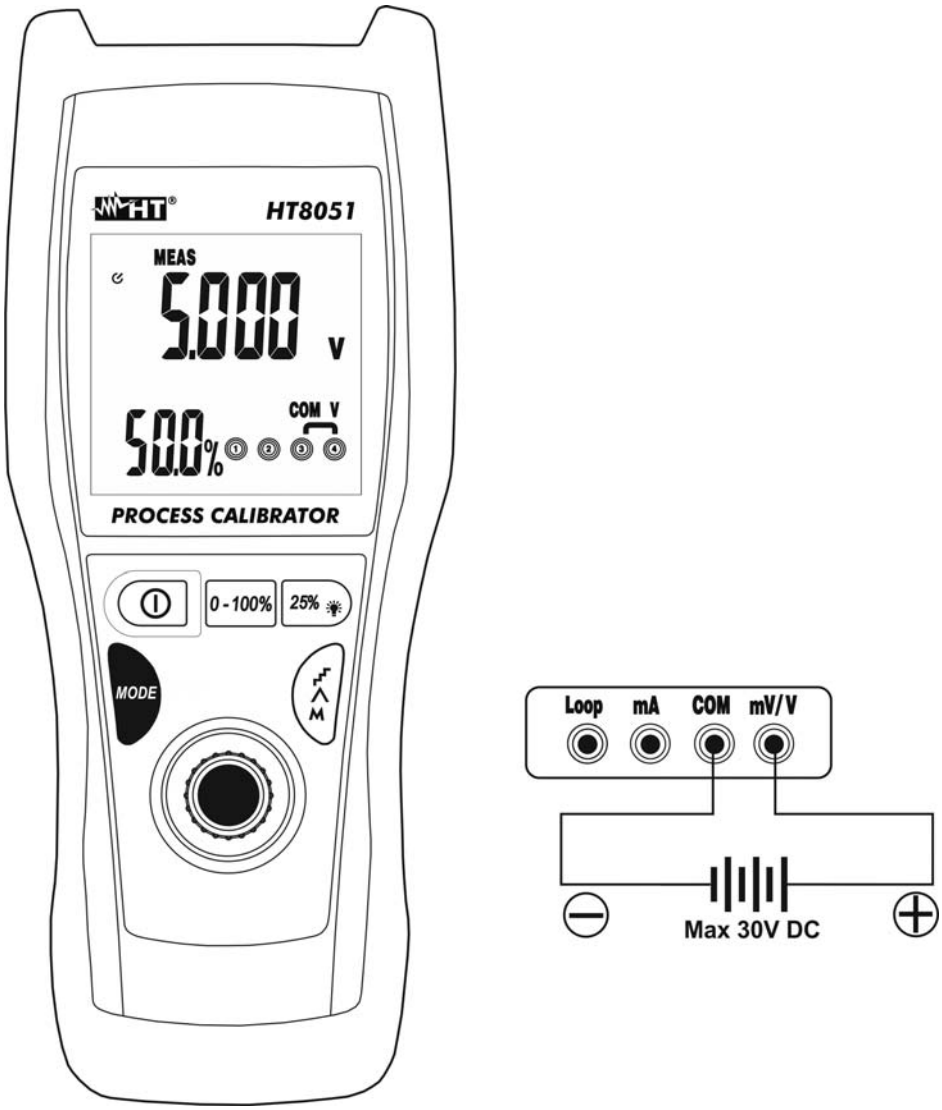

Fig. 3: Misura di tensione DC
3. Posizionare il puntale verde ed il puntale nero rispettivamente nei punti a potenziale positivo e negativo del circuito in esame (vedere Fig. 3). Il valore della tensione è mostrato nel display principale e il valore percentuale rispetto al fondo scala nel display secondario
4. Il messaggio "**-OL-**" indica che la tensione in esame eccede il valore massimo misurabile dallo strumento. Lo strumento non esegue misure di tensione con polarità opposta rispetto alla connessione di Fig. 3. Il valore "0.000" è mostrato a display